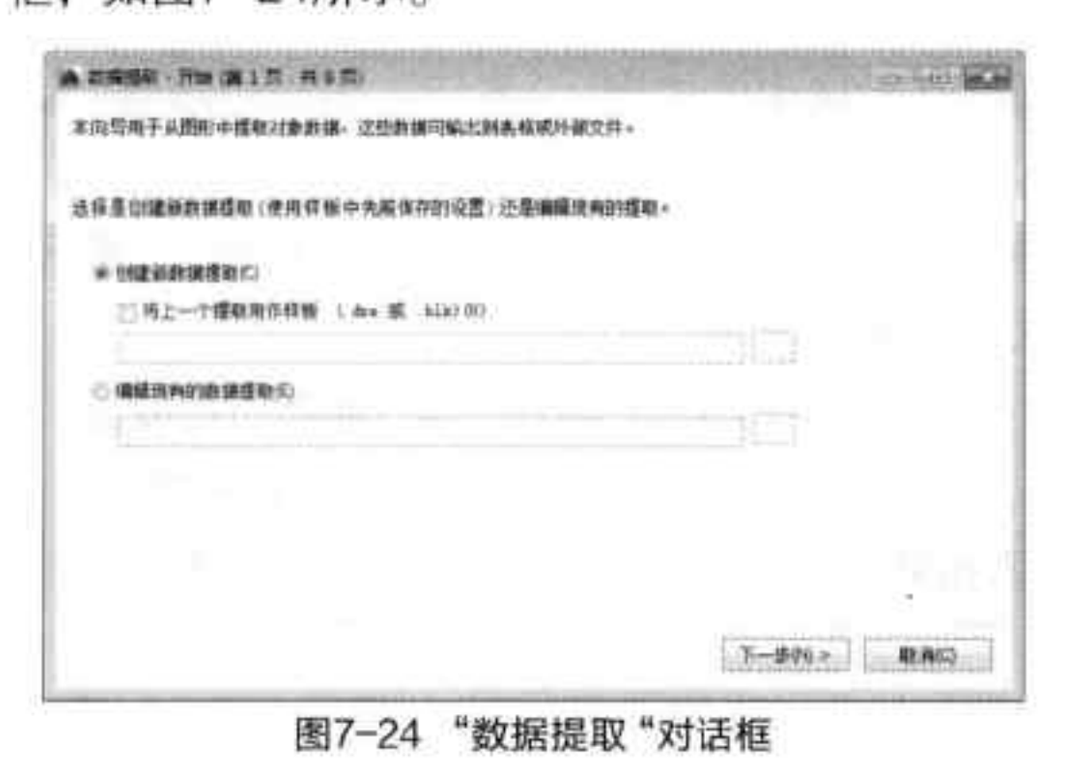

图7-24 “数据提取“对话框
Step 01 打开所需图形文件，执行“插入>链接和提取>提取数据”命令，打开“数据提取”对话框，如图7-24所示。